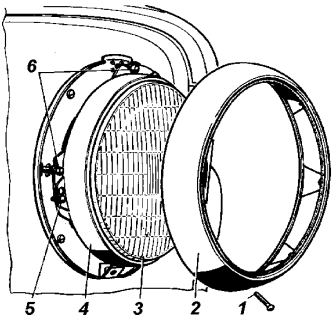
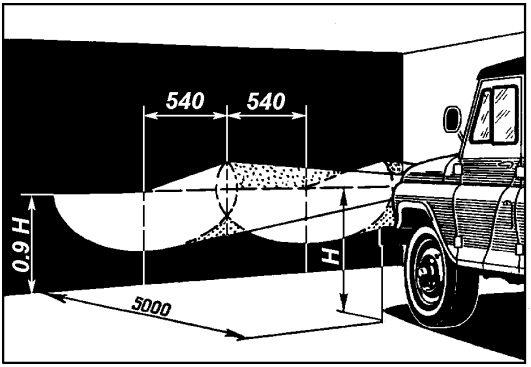

Рис. 8.7. Фара:
Рис. 8.8. Разметка экрана для регулировки фар:
Фары (рис. 8.7) имеют оптический элемент с двухнитевой лампой. Нижняя нить лампы в 45 Вт (60 Вт для фары с галогенной лампой), расположенная в фокусе рефлектора, дает сильный луч дальнего света. Верхняя нить 40 Вт (55 Вт для фары с галогенной лампой) дает направленный вниз более слабый ближний свет.
3. Включить "ближний" свет и, закрыв одну из фар, отрегулировать другую винтами 6 (рис. 8.7) так, чтобы световое пятно на стене или экране было расположено, как показано на рис. 8.8. Регулировочные винты фар 62.3711-09 расположены симметрично центра фары в горизонтальной плоскости.